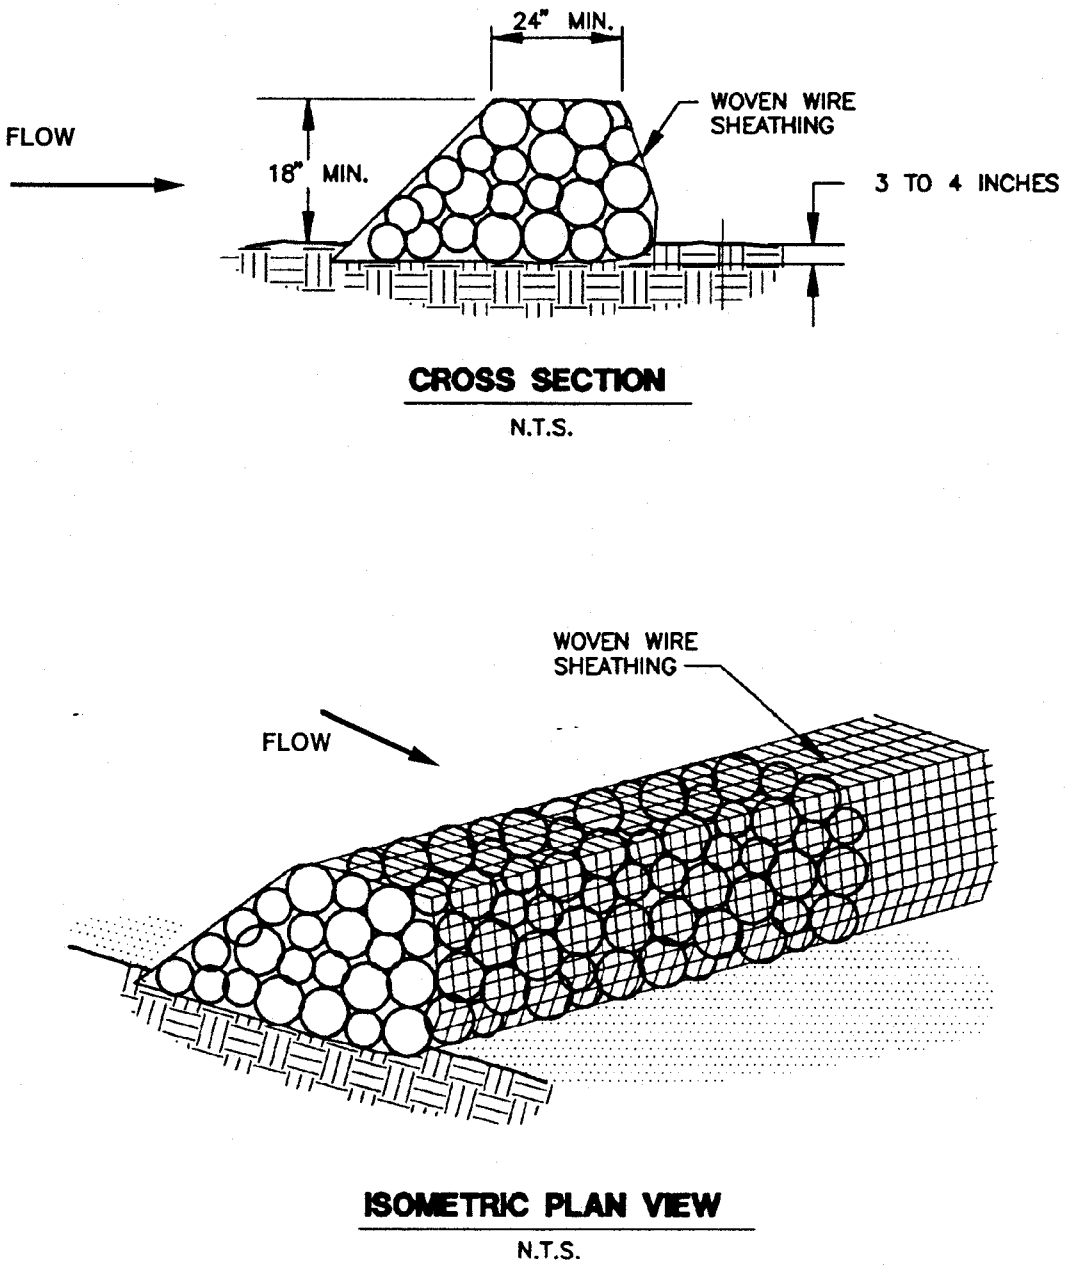

Figure 1-28 Schematic Diagram of a Rock Berm (NCTCOG, 1993)
(1) Lay out the woven wire sheathing perpendicular to the flow line. The sheathing should be 20 gauge woven wire mesh with 1 inch openings.
(2) Berm should have a top width of 2 feet minimum with side slopes being 2:1 (H:V) or flatter.
(3) Place the rock along the sheathing as shown in the diagram (Figure 1-28), to a height not less than 18".
(4) Wrap the wire sheathing around the rock and secure with tie wire so that the ends of the sheathing overlap at least 2 inches, and the berm retains its shape when walked upon.
(5) Berm should be built along the contour at zero percent grade or as near as possible.
(6) The ends of the berm should be tied into existing upslope grade and the berm should be buried in a trench approximately 3 to 4 inches deep to prevent failure of the control.